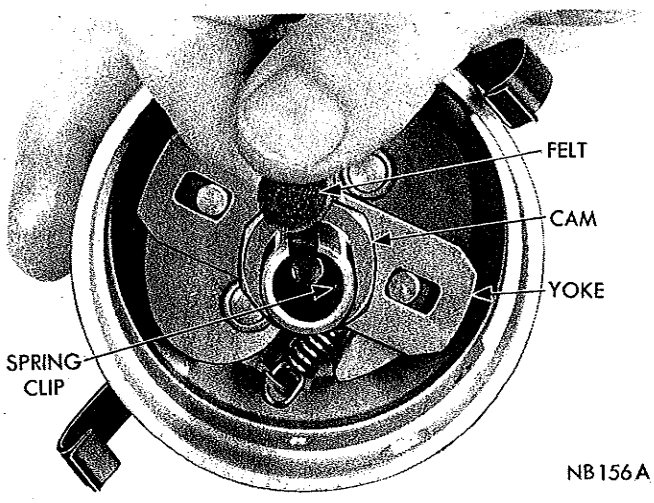

*Fig. 7—Removing or Installing Cam Felt Wick*
(1) Remove distributor rotor.
(2) Remove the retainer attaching vacuum advance unit to the contact plate advance arm.
(3) Remove the two screws and lockwashers attaching vacuum advance unit to distributor housing and remove the unit.
(4) Remove primary lead wire and rubber grommet as an assembly. Push grommet towards inside of distributor to remove. **Do not pull on the wire.**
(5) Remove two screws, and lockwashers attaching the contact plate to housing and lift out the contact plate, contacts and condenser as an assembly.
(6) Remove oil wick from the distributor cam (Fig. 7). Remove spring clip from oil well in cam and remove cam and yoke assembly and spacer.
(7) If side play exceeded .006 inch in "Shaft and Bushing Wear Test," replace bushing and/or distributor shaft as follows: